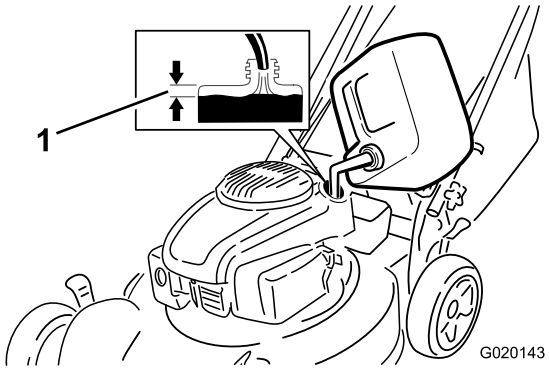

Figur 7
Fyll bränsletanken med färsk, blyfri regularbensin från en bensinmack som ingår i någon av de större kedjorna (Figur 7).
2. Fyll bränsletanken, men låt den vara tom åtminstone 1 cm från påfyllningsrörets nedre del tom så att bensinen kan expandera (Figur 7).